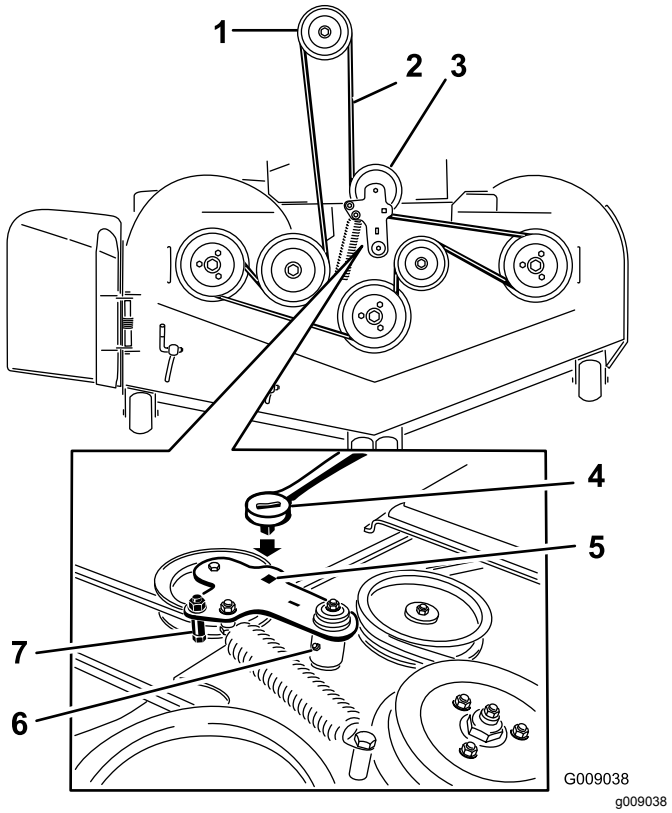

**Figuur 84**
7. Gebruik een ratelsleutel in de vierkante opening in de arm van de spanpoelie om de druk op de veer te verminderen (Figuur 84).
9. Verwijder de riemgeleider op de arm van de veerbelaste spanpoelie (Figuur 84).
11. Bevestig de nieuwe riem rond de poelies van het maaidek en de koppelingspoelie onder de motor (Figuur 84).
12. Bevestig de riemgeleider op de arm van de spanpoelie (Figuur 84).
13. Gebruik de ratelsleutel in de vierkante opening en plaats de veer van de spanpoelie (Figuur 84).